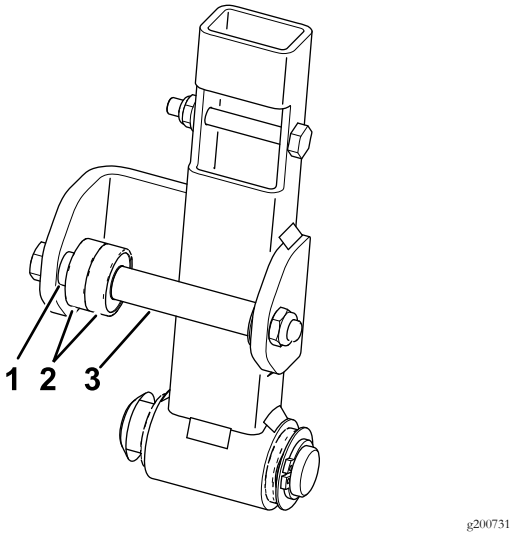

**Figure 3**
6. Déposez les paliers et les douilles d'écartement existants du bras de point mort (Figure 3).
7. Montez les nouveaux paliers et douilles d'écartement (Figure 3).